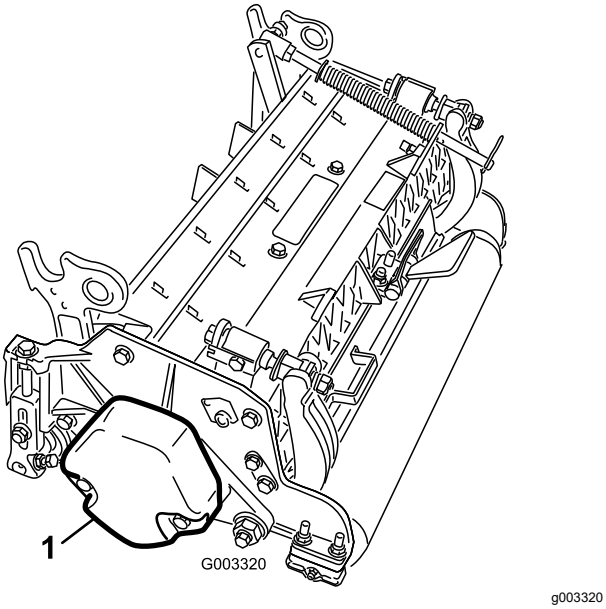

Figura 9
5. Certifique-se de que o contrapeso (Figura 9) está instalado na extremidade adequada da unidade de corte conforme descrito no *Manual do utilizador* da unidade de corte.